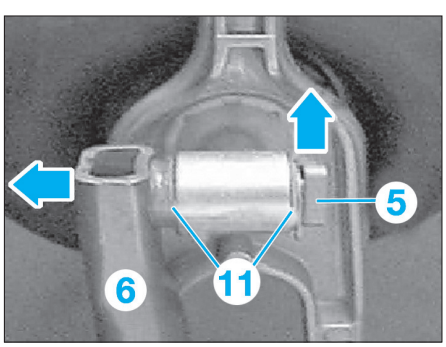

Fig. 17
• Dégager le clip de sécurité (5) **(Fig.17)**.
• Décrocher la tige de commande (6).
- Graisser la tige de commande et faire attention à la bonne position des rondelles entretoises (11) **(Fig.17)**.